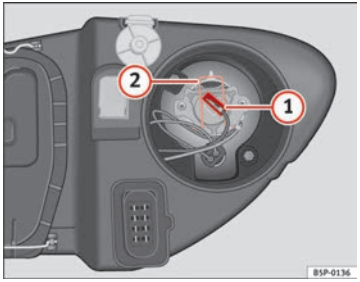

Abb. 193 Fernlicht
– Ziehen Sie den Stecker ⇒ Abb. 193 (1) von der Lampe ab.
– Die Haltefeder ⇒ Abb. 193 (2) durch Eindrücken und Rechtsdrehung abnehmen.